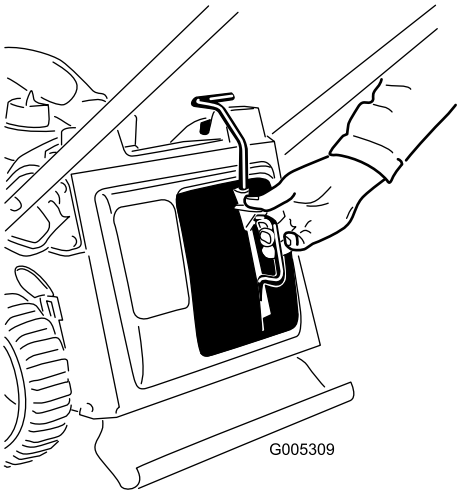

Figur 27
1. Fjern resirkuleringspluggen (Figur 27).